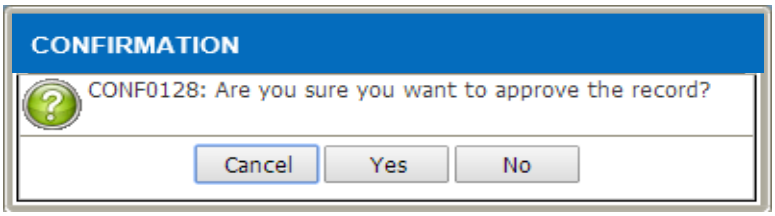
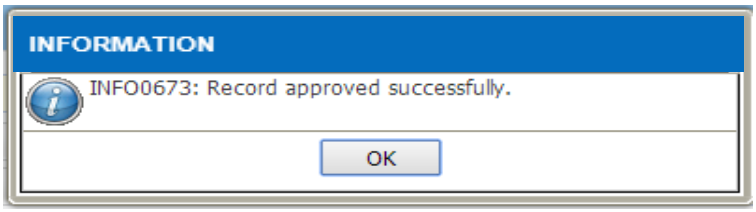

Figure 3.2-3 Approve Record Alert Message
Figure 3.2-4 Approve Record Alert Message
- *Click on the [Yes] button in Figure 3.2-3 followed by the [OK] button in Figure 3.2-4. [Disseminate] button will be enabled for the user to proceed with disseminate process.*